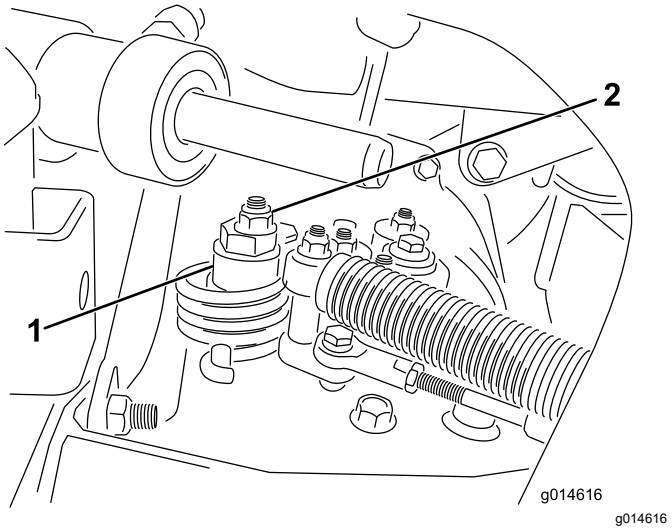

Figuur 38
A. Draai de moer los waarmee de excentriek is bevestigd aan de bovenkant van de hydrostaat (Figuur 38).
C. Draai aan de excentriek totdat de machine niet meer naar voren of naar achteren kruipt. Als het wielen niet meer draaien, zet u de moer vast waarmee de excentriek en de afstelling worden geborgd (Figuur 38). Controleer de instelling met de gashendel op LANGZAAM en op SNEL.